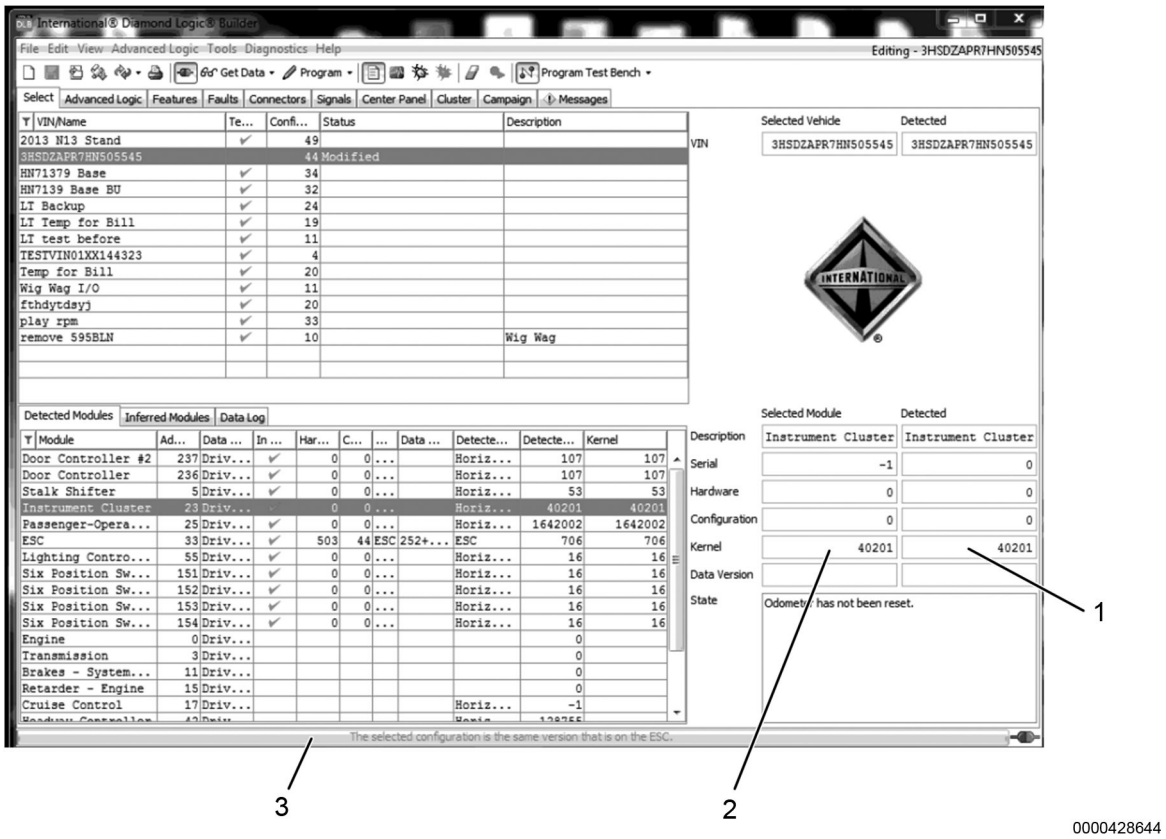

Figure 4. Programming Complete
13. Verify that programming is complete by selecting each updated module. If the update has been finished for the selected module, the kernel version listed in the Selected Module column (Figure 4, Item 2) will match the version listed in the Detected column (Figure 4, Item 1). Additionally, the status bar at the bottom of the window (Figure 4, Item 3) will display “The selected configuration is the same that is on the ESC.”